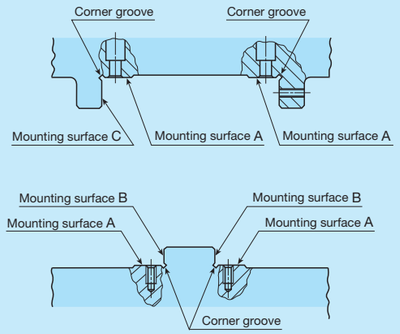

Fig. 15 Mounting surface
❸ Mounting of bed-side way
- While making the way sticking to B surface (refer to Fig. 15) tight, fully tighten the screws to the specified torque.
- While tightly pressing the fixing-side way to C surface (refer to Fig. 15), fully tighten the screws to the specified torque.